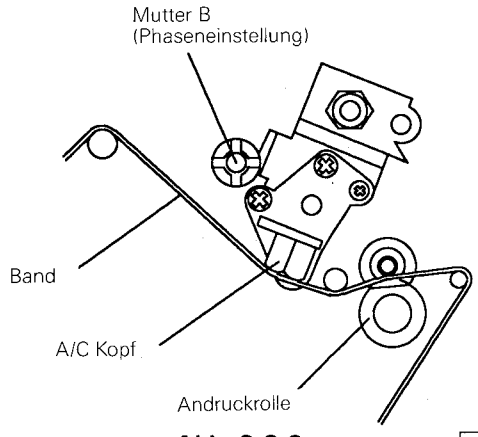

Abb. 3-2-3 F0D054
3-2-4 Voreinstellung der Phase (siehe Abb. 3-2-3, Abb 3-2-4)
D. Ist die F/M Form wie in F gezeigt mit der Schraube B, die F/M Amplitude auf Maximum stellen. (Siehe Abb. 3-2-3)